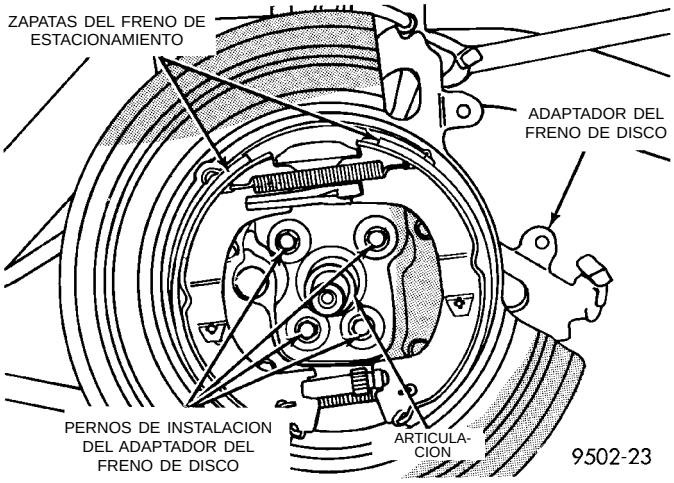

Fig. 16 Montaje del adaptador del freno de disco
(8) En vehículos que tienen instalados frenos de disco traseros, retire los 4 pernos que fijan el adaptador del freno de disco a la articulación trasera (Fig. 16). Después retire de la articulación el adaptador, el protector del rotor, las zapatas del freno de estacionamiento y el cable del freno de estacionamiento como conjunto.
(7) En vehículos que tienen instalados frenos de disco traseros, instale el adaptador del freno de disco en la articulación (Fig. 16) Instale los 4 pernos que fijan el adaptador del freno de disco a la articulación (Fig. 16). Apriete los pernos de fijación con una torsión de 68 N·m (50 lbs. pie).